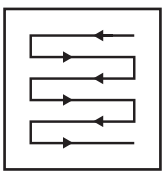

Fig. 20
5. Tunde în rânduri care se suprapun puțin. Tiparul cel mai eficient pentru tunderea gazonului este cel în linii drepte de-a lungul unei laturi. Astfel, rândurile rămân egale și tot gazonul este tuns fără a omite vreun loc (Fig. 20).